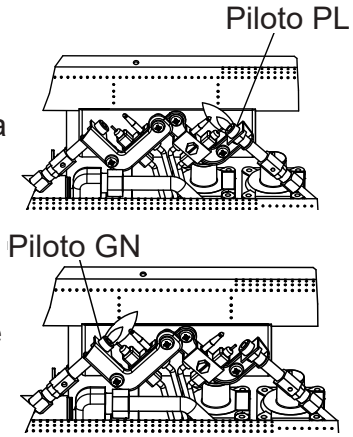

Fig. 18: piloto
6. Con la perilla de control presionada, presione el botón del encendedor hasta que el piloto se encienda. El piloto está ubicado detrás de la pantalla de la chimenea, centrado cerca de la parte posterior del quemador (Vea la Fig. 18).
7. Mantenga presiona la perilla de control durante (30) segundos después de que el piloto se encienda. Suelte la perilla de control.